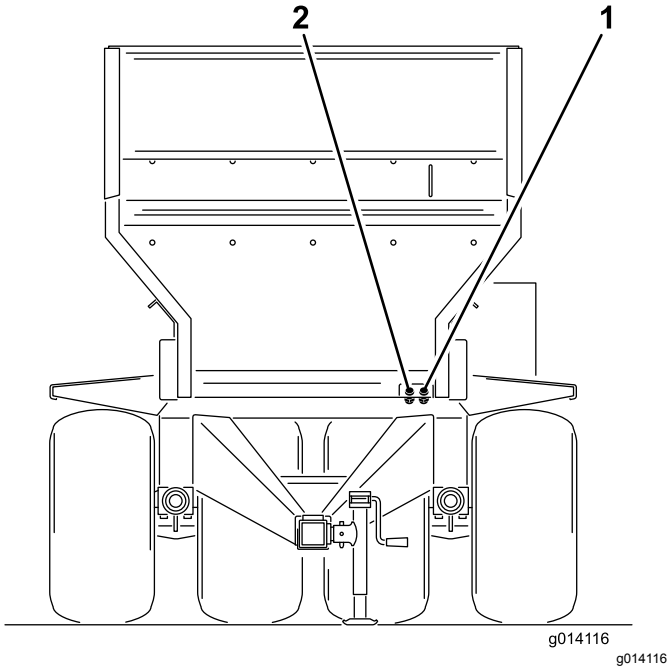

Figur 20
6. Tilkobl maskinens to hydraulikslanger til bugseringskøretøjet. Stå mod maskinens forende, og tilkobl den højre slange til tryksiden og den venstre slange til retursiden (Figur 20). Returslangen har en indbygget envejs kontraventil. Pilen på kontraventilen skal vende mod bugseringskøretøjets returkobling.